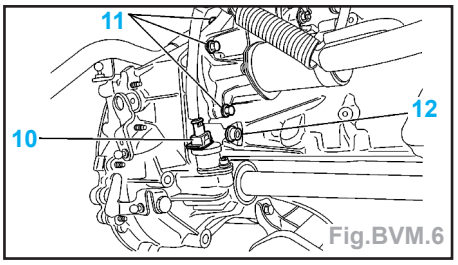

Fig.BVM.6
- Déposer (Fig.BVM.6) :
- le connecteur (10),
- les vis (11),
- la vis (12).